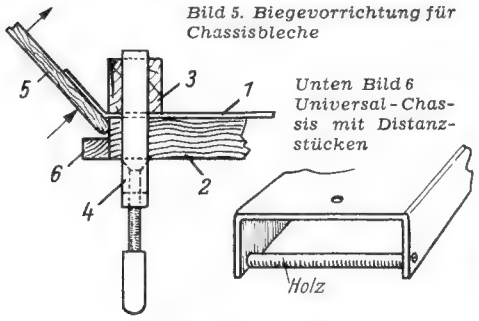

Bild 5. Biegevorrichtung für Chassisbleche
Bei der Selbstanfertigung ergeben sich oft leicht verzogene Chassis, wenn die Seitenteile nicht genau parallel zueinander gebogen werden. Um einwandfreie Chassis und möglichst saubere und scharfe Biegekanten zu erhalten, empfiehlt sich die Verwendung einer einfachen Biegevorrichtung nach **Bild 5.** Das zugeschnittene Blech (1) wird auf die ebene Fläche eines Tisches (2) gelegt. Mit ein Paar Schraubzwingen (4) und einem Kantholz (3) wird das Blech festgespannt und das überstehende Seitenteil mit Hilfe eines Brettes (5) in Richtung der Pfeile umgebogen. Eine Leiste (6) dient als Auflage des Brettes beim Biegen. Die Biegekante kann gegebenenfalls, unter Zuhilfenahme einer Leiste, mit dem Hammer nachgearbeitet werden.